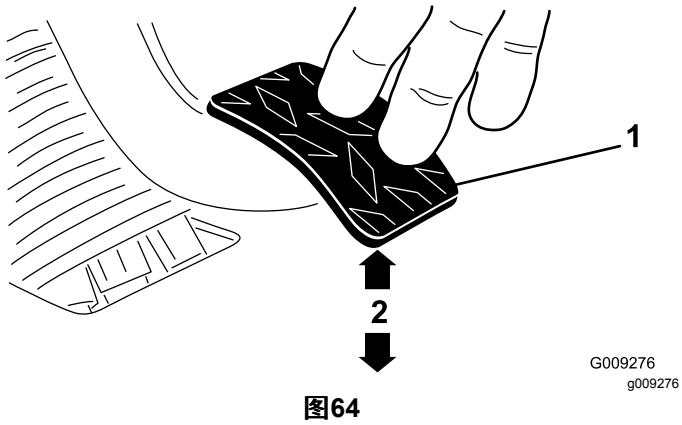

图64
3. 调节锁紧螺母或球窝接头直至当向踏板施加 1.8kg 的力时离合器踏板后边缘到菱形花纹底板顶部的距离达到 9.29.8cm 的空隙图64。